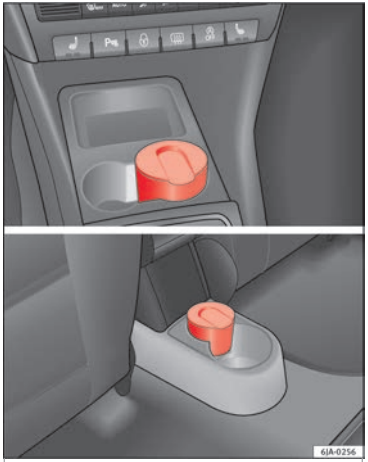

Fig. 155 Centre console: front ashtray/rear ashtray.
– Pull the ashtray ››› **Fig. 155** upwards to remove.